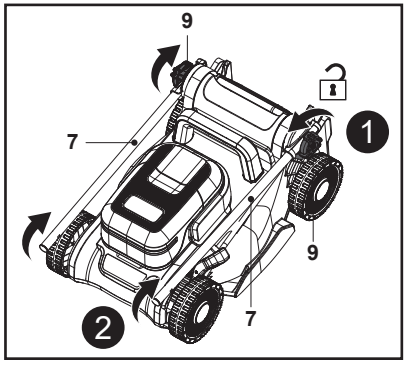

Rys. 1
2. Poluzować pokrętło blokujące (9) poprzez obrócenie w lewo, ale nie wykręcać. Następnie rozłożyć dolny uchwyt (7) (rys. 1, kroki 1, 2)